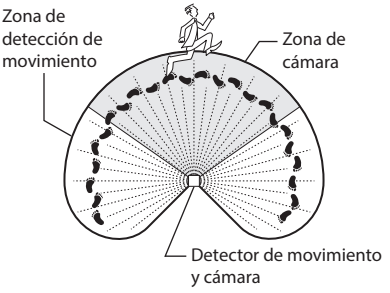

Figura 9
8. Si es necesario, agarre suavemente el detector de movimiento y muévalo de lado a lado o hacia arriba y hacia abajo a la mejor posición para detectar el movimiento y ver el área deseada usando la cámara (vea la Figura 9).